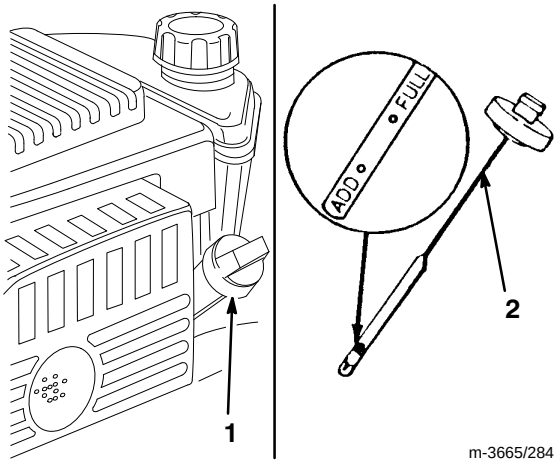

Abbildung 8
Vor jedem Einsatz darauf achten, daß der Ölstand zwischen den Markierungen *Add* und *Full* am Peilstab liegt (Abb. 8).
2. Den Bereich um das Ölfüllrohr reinigen (Abb. 8).
6. Den Ölstand am Peilstab ablesen (Abb. 8).